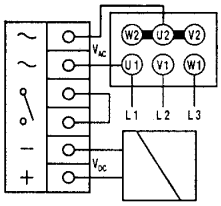
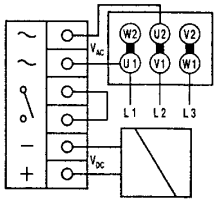

Figure 5
Figure 6:
- **avec redresseur et alimentation directe** U_{AC} depuis les bornes du moteurMonter les ponts joints comme le montre la fig. 5 ou la fig. 6.
$U_{AC} = U_{3AC}$ x 0,58 (fig. 5), $U_{AC} = U_{3AC}$ (fig. 6)